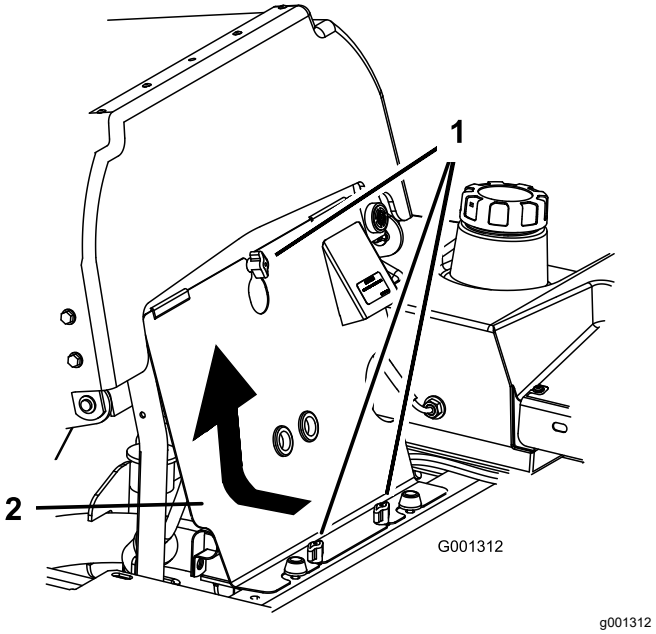

Rysunek 87
3. Poluzuj pokrętła przedniego panelu silnika i zdejmij panel (Rysunek 87).